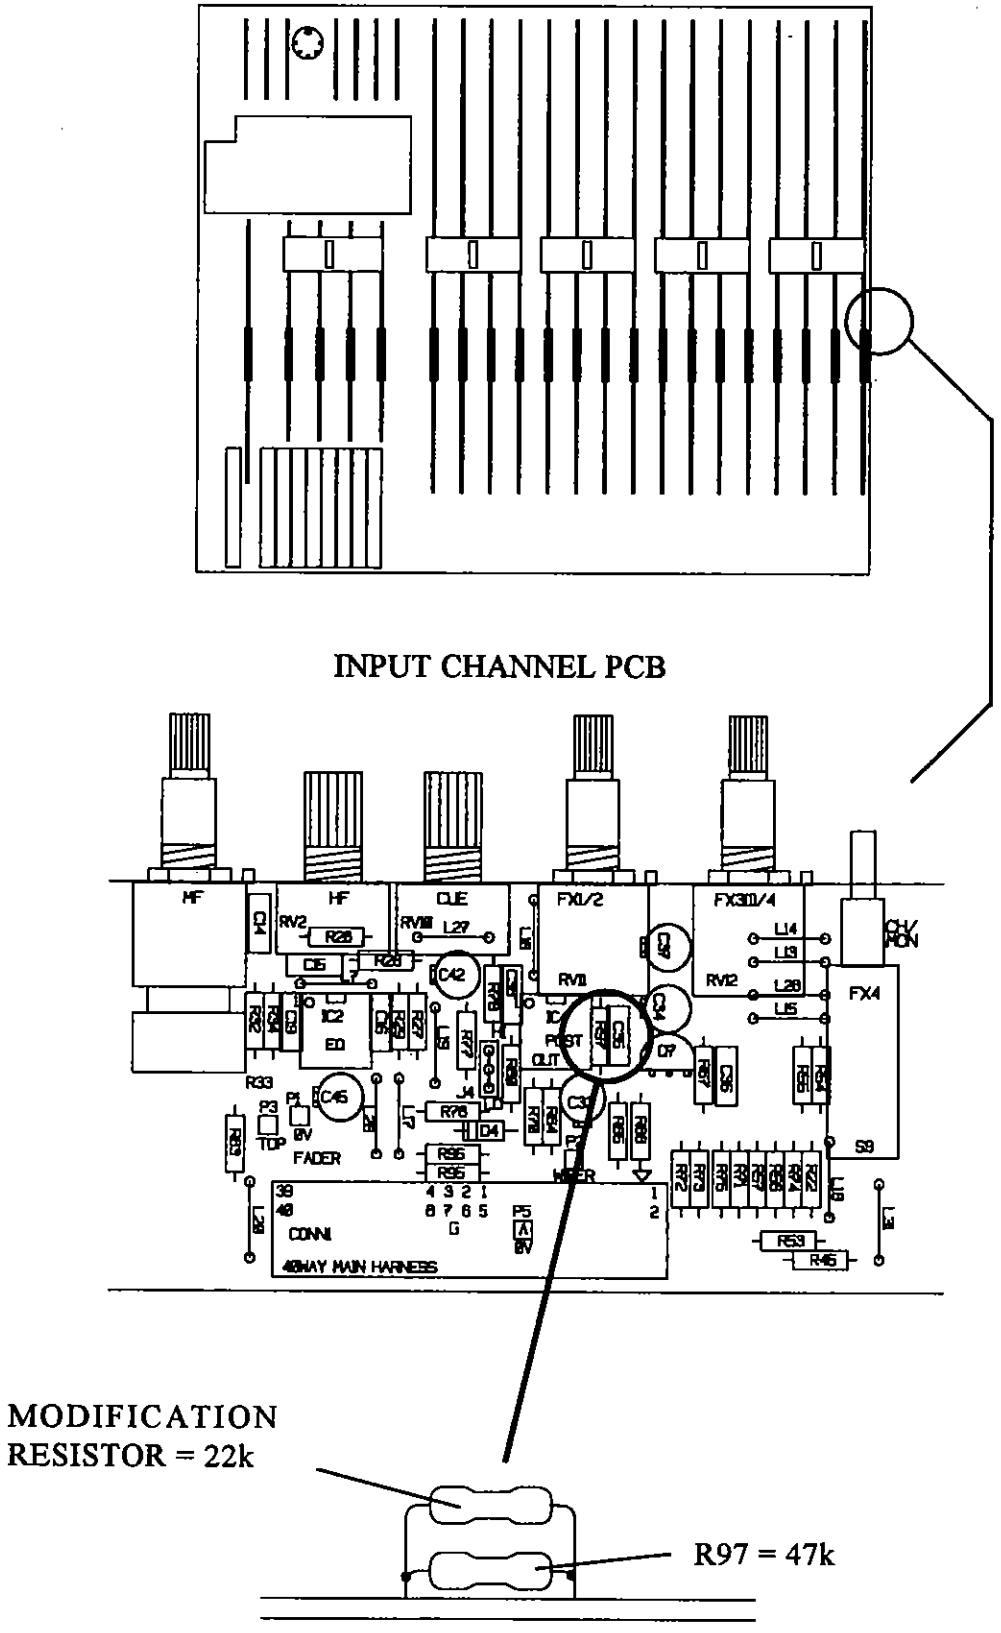

Fig. 5.
1. Locate the 47K resistor R97 on the Input Channel PCB, *see Fig. 5*. Solder a 22K resistor across R97, as shown, for every Input Channel PCB. Tin the resistor legs first and check your work to ensure good solder joints.